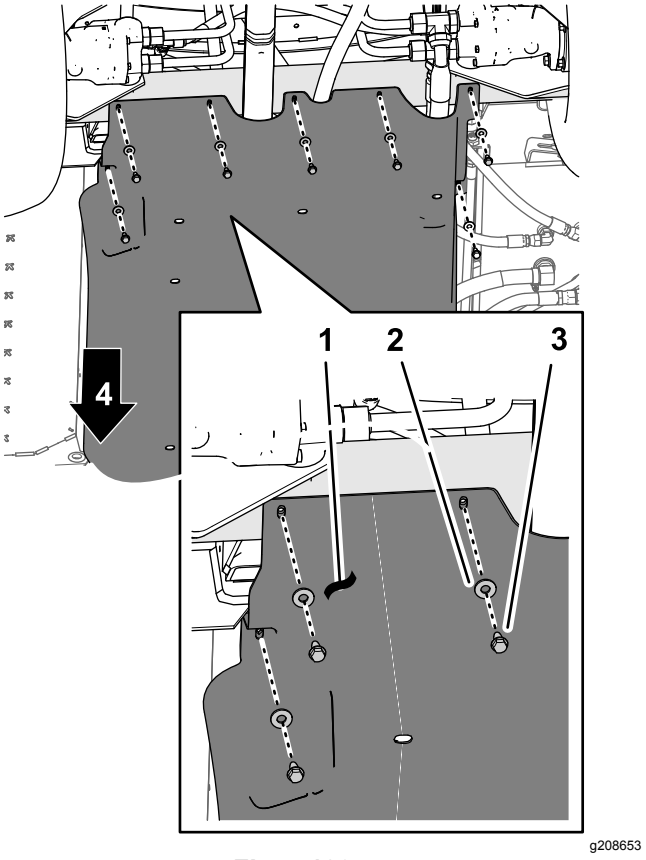

Figur 180
4. Juster hullerne i den bageste del af understellets afdækning, så de er ud for hullerne chassiset (Figur 180).
5. Sæt bageste del af understellets afskærmning fast på maskinens chassis med de 7 flangehovedbolte (5/16 x 7/8 tomme) og 7 spændeskiver (5/16 tomme), som du afmonterede i trin 1 i 12 Afmontering af det valgfrie understelsafskærmningssæt (side 24) (Figur 180).